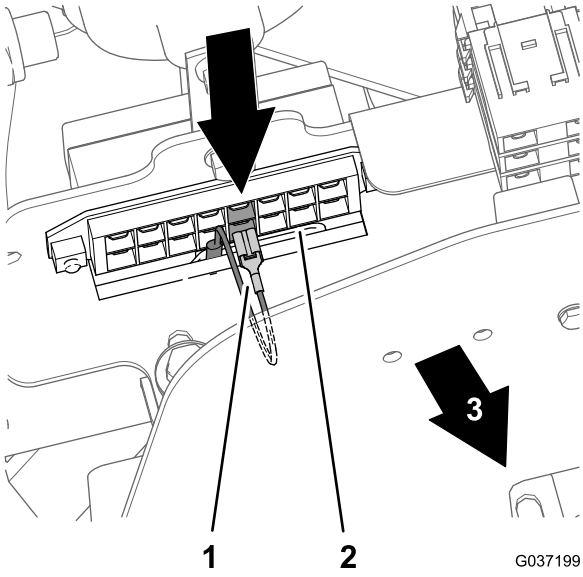

Figura 34
- Modelo 30651 – 5.ª posição de fusível a contar da esquerda (Figura 34)